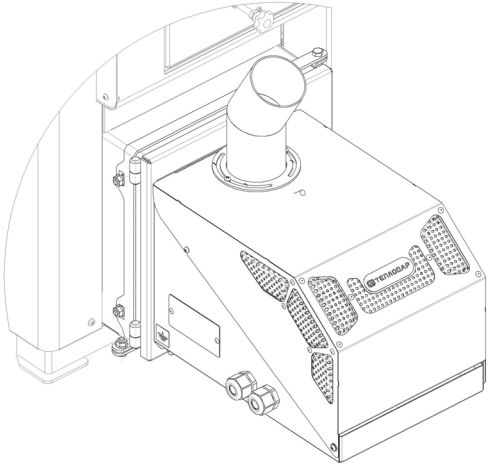

Рисунок 2.4
4. Установить горелочное устройство Рис.2.4.